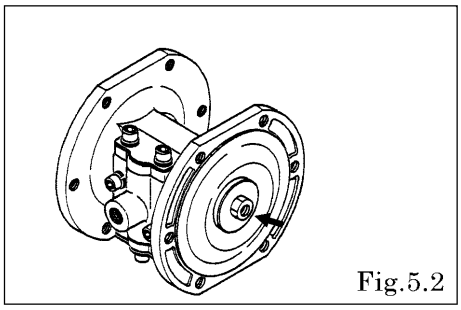

Fig.5.2
- Remove the nuts on both sides of the center rod. [Fig.5.2]
- After the nuts on one side have been removed, remove the center disk and diaphragm. [Fig.5.2]